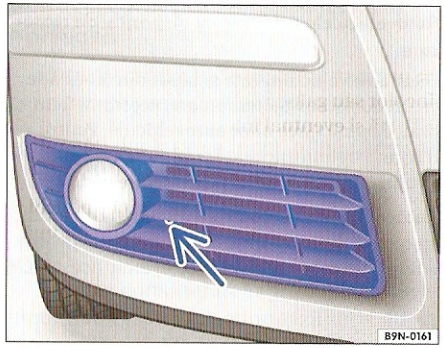

Fig. 56 În bara de protecție dreapta față: capac inel de remorcare față.
Filetul pentru înșurubarea inelului de tractare se găsește în partea dreaptă din față, în bara de protecție ⇒ fig. 56. Pentru a avea acces la filet, trebuie să se demonteze capacul. Folosiți o cheie de roată sau un alt obiect adecvat pentru a înșuruba ferm inelul de remorcare în suport⇒ ⓘ.
– Desfaceți șurubul în cruce ⇒ fig. 56 (săgeata mică) și scoateți capacul în față.